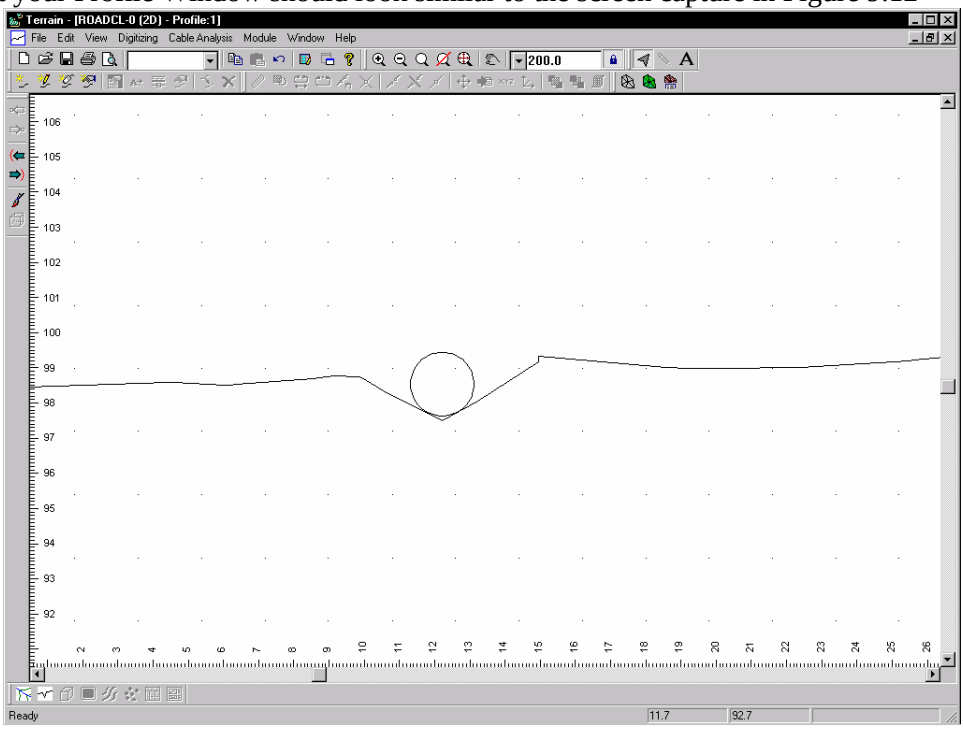

Figure 9.12: 1800mm Pipe Displayed in Road Centerline Profile
24. While holding down the <Ctrl > press the <M> key to enter *move/size mode* or press the *Move/Size* button. Move the cursor inside the circle, note it changes shape to a four headed arrow. Left click and drag the circle to a reasonable position in the creek.(see Figure 9.12) Release the left mouse and right click. Select menu *Select with mouse* to exit move/size mode.
At this point your Profile Window should look similar to the screen capture in Figure 9.12